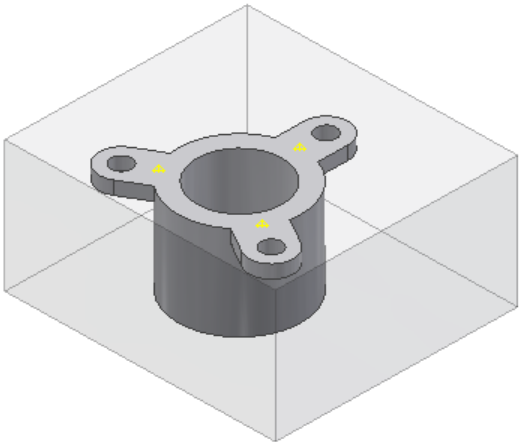

Figure 19-52 *The workpiece created*
3. Choose the **OK** button from the dialog box; the workpiece is created, refer to Figure 19-52.